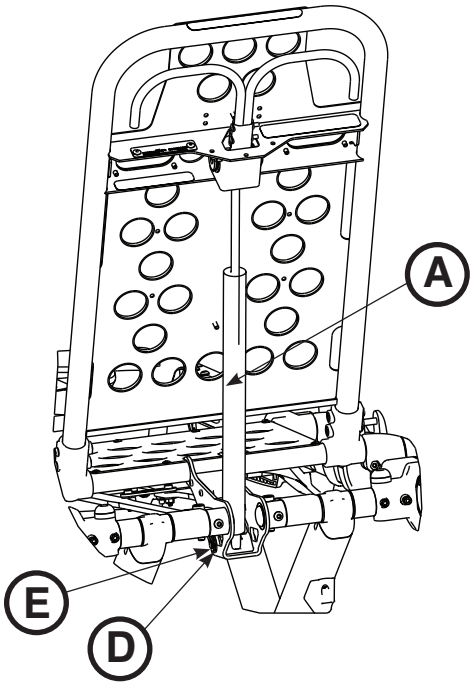

Figur 68
Obs! Innan du fortsätter med proceduren för att justera ryggstödet ska du se till att cylindern (A) är helt gängad i bryggan (B) så att inga gängor syns på cylinderskaftet. Om gängor är synliga ska du avlägsna stoppskruvarna (C) i mitten av bryggan med hjälp av en 3/32" insexnyckel. Avlägsna e-clip och stiftet (D och E) som håller botten på den pneumatiska cylindern med hjälp av en liten spårskruvmejsel. Gänga i cylinderskaftet (A) helt i bryggan (B). Byt ut e-clip och stiftet (D och E) och byt ut stoppskruven (C) med hjälp av Loctite®. (Figur 68 och 69)